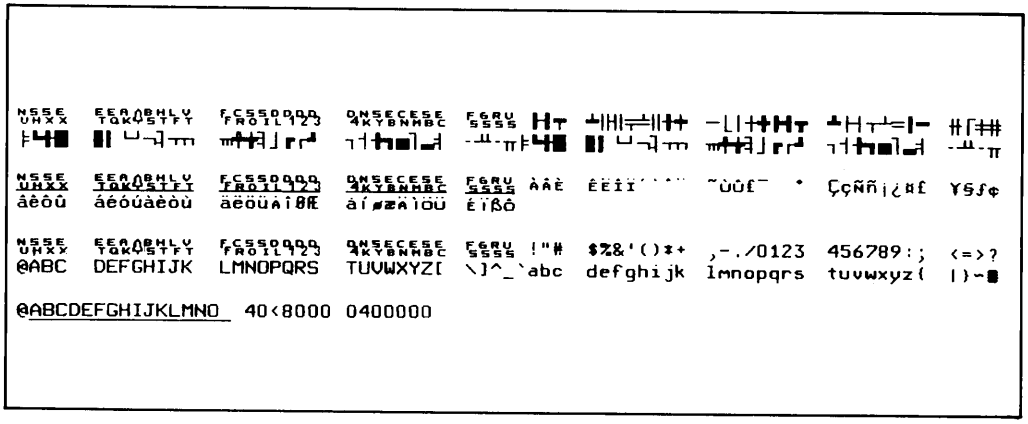

Figure 8-1. Screen Test Pattern (typical)
4. Displays the test pattern shown in figure 8-1.